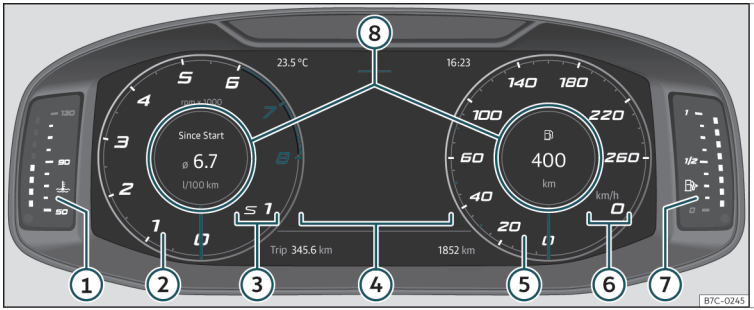

Fig. 57 Digital Cockpit pe panoul de instrumente (afișare clasică).
În modurile de vizualizare **Clasic** și **Navigație** este posibilă personalizarea informațiilor afișate de **Profilurile de informații**››› **fig. 57** ⑧.
Acele turometrului și vitezometrului apar pe toata circumferința››› **fig. 57** .